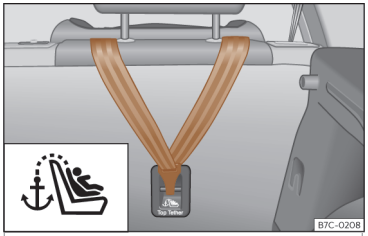

Fig. 28 Parte posterior de los asientos traseros: argollas de sujeción para el cinturón Top Tether.
- Deslice la correa y fíjela correctamente con el anclaje de la parte posterior del respaldo››› **fig. 28**.